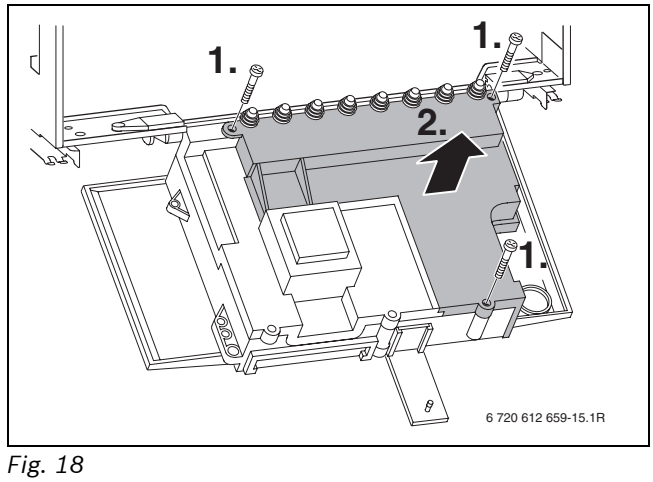

*Fig. 18*
- Svitare le viti di fissaggio ed estrarre la copertura posteriore (→ fig. 18).